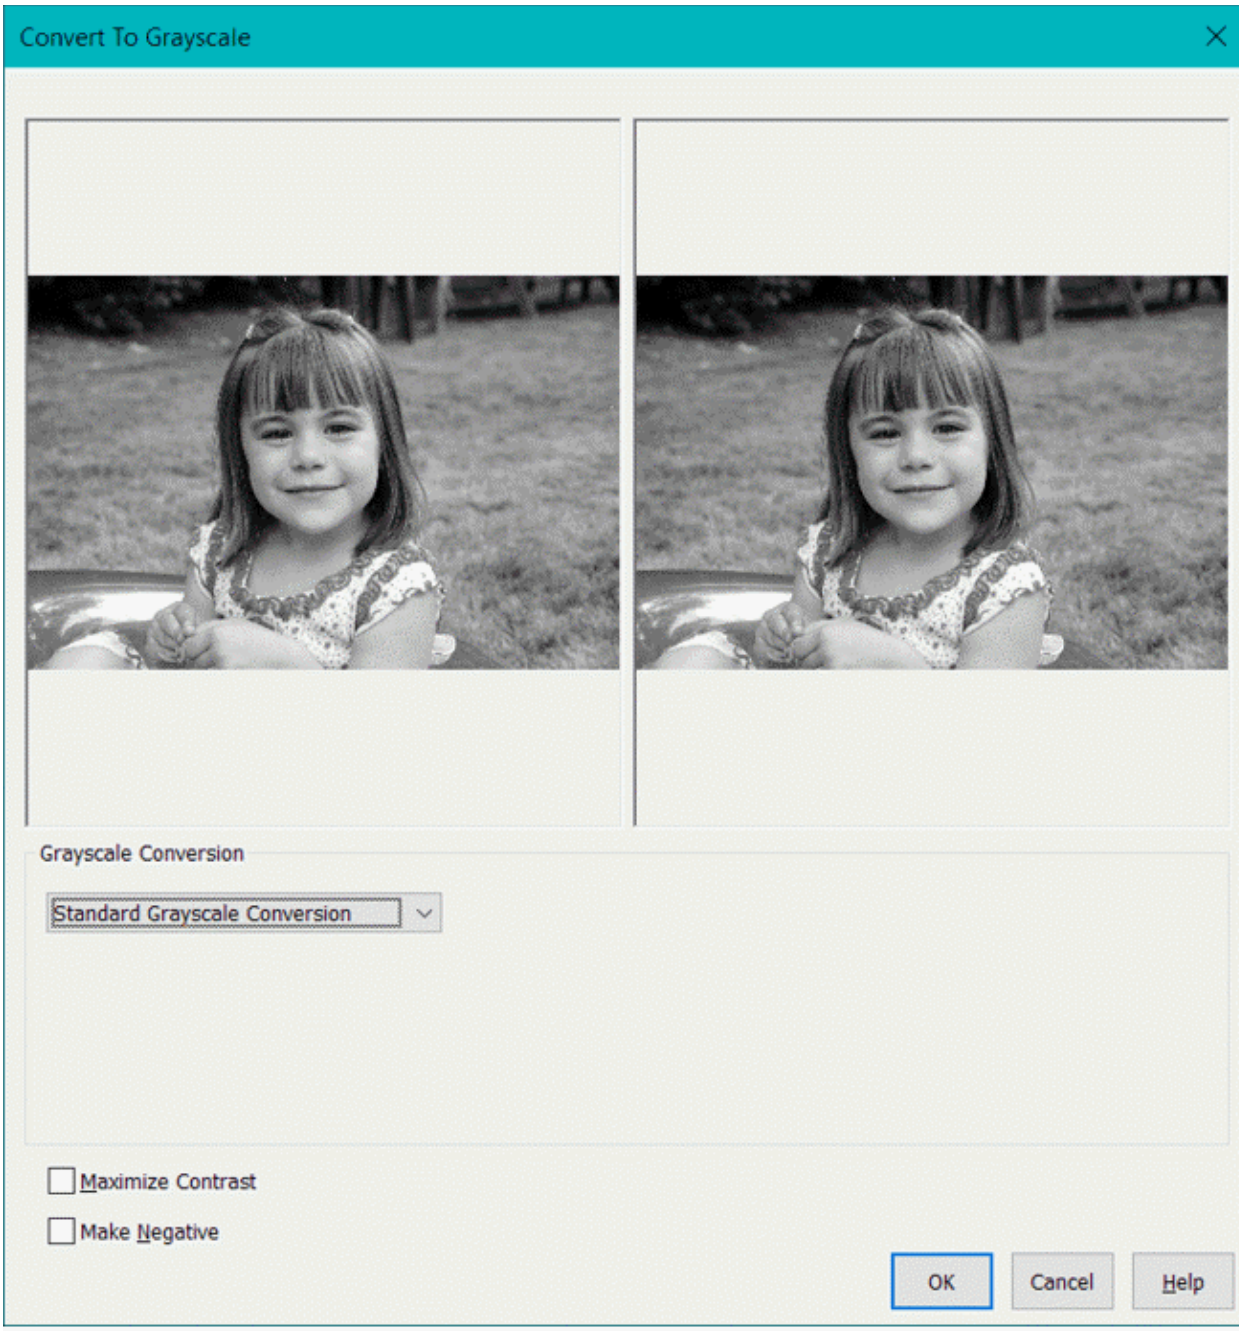

Figure-5. Convert to Grayscale dialog box
- Select desired raster image from the dialog box and click on the **Open** button. The **Convert to Grayscale** dialog box will be displayed; refer to Figure-5.